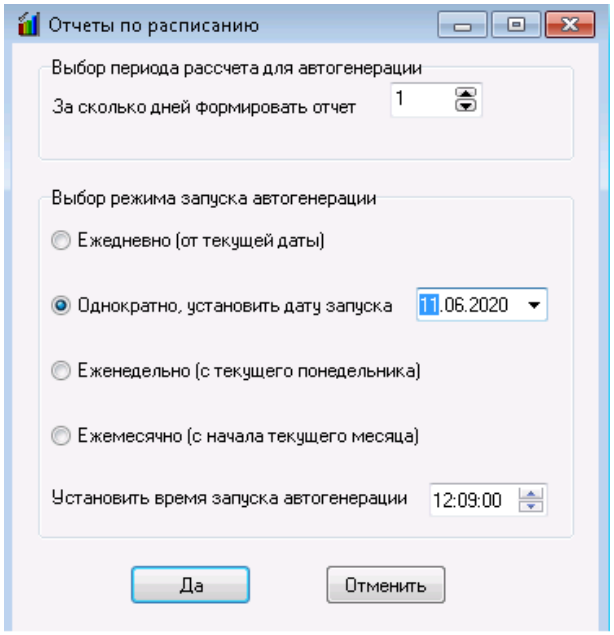

Рисунок 11-31 Окно "Отчеты по расписанию"
– – Кнопка «Параметры периода и времени автогенерации» – открывает окно «Отчеты по расписанию» (см. Рисунок 11-31), предназначенное для настройки расписания. В данном окне задается количество дней, за которые формируется отчет («глубина» формирования отчета) и указывается режим запуска автогенерации. Глубина отчета рассчитывается от текущей даты. По умолчанию глубина формирования отчета – 1 день.